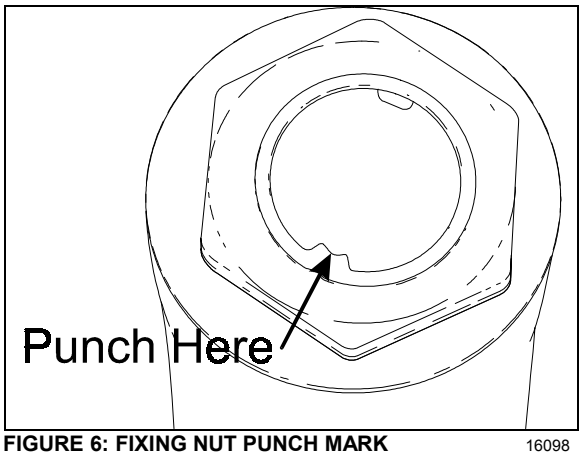

FIGURE 6: FIXING NUT PUNCH MARK 16098
3. Lock nut with sector shaft using a punch mark into the groove (refer to figure 6).